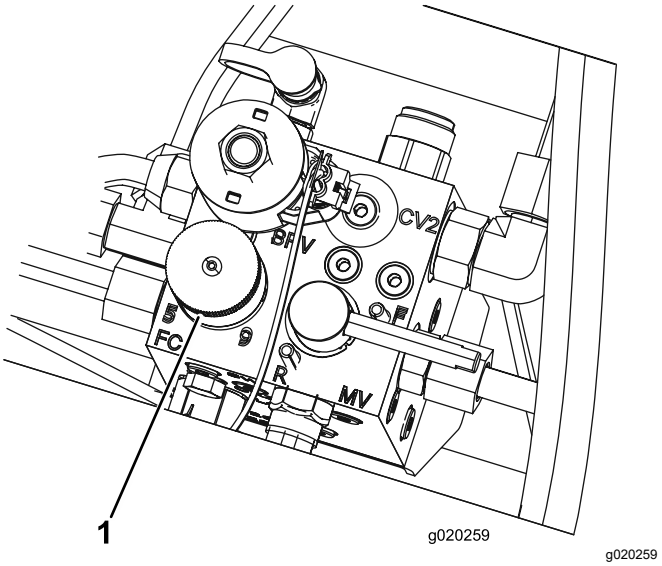

Figur 34
4. Ställ in cylinderhastigheten genom att vrida reglaget (Figur 34) tills indikatorpilen ligger i linje med det nummer som markerar önskad inställning.